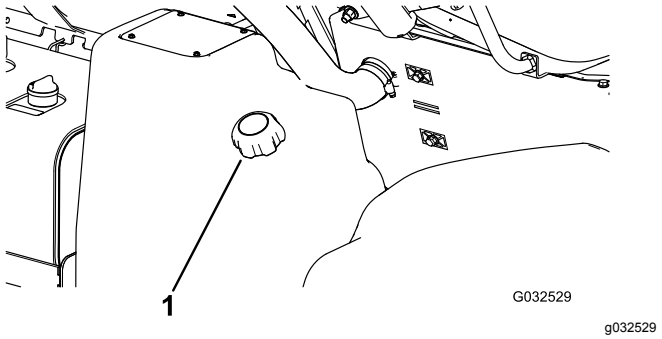

Figur 15
2. Rengjør området rundt drivstofftanklokket (Figur 15).